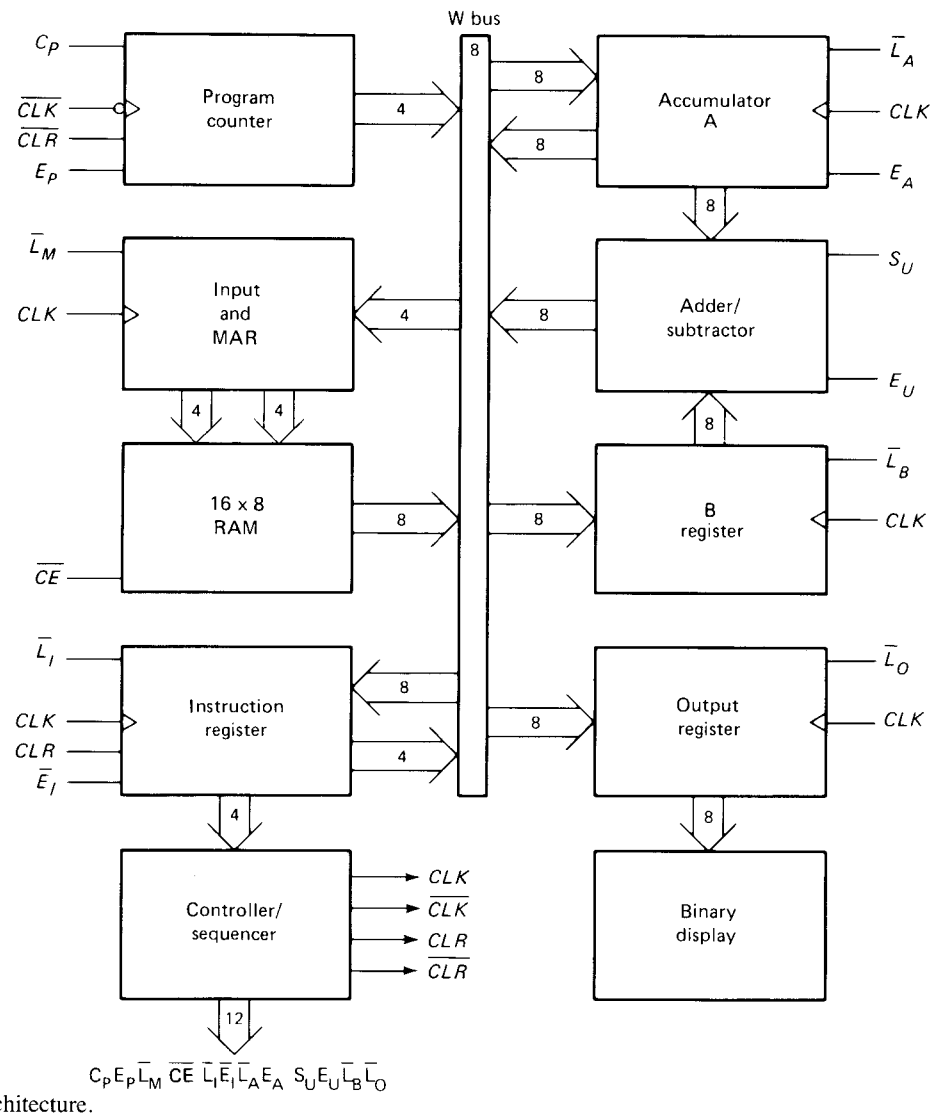

Fig. 10-1 SAP-1 architecture.
Figure 10-1 shows the *architecture* (structure) of SAP-1, a bus-organized computer. All register outputs to the W bus are three-state; this allows orderly transfer of data. All other register outputs are two-state; these outputs continuously drive the boxes they are connected to.
The layout of Fig. 10-1 emphasizes the registers used in SAP-1. For this reason, no attempt has been made to keep all control circuits in one block called the control unit, all input-output circuits in another block called the I/O unit, etc.
Many of the registers of Fig. 10-1 are already familiar from earlier examples and discussions. What follows is a brief description of each box; detailed explanations come later.
The *accumulator* (A) is a buffer register that stores intermediate answers during a computer run. In Fig. 10-1 the accumulator has two outputs. The two-state output goes directly to the adder-subtracter. The three-state output goes to the W bus. Therefore, the 8-bit accumulator word continuously drives the adder-subtracter; the same word appears on the W bus when E_A is high.
SAP-1 uses a 2's-complement *adder-subtracter*. When S_U is low in Fig. 10-1, the sum out of the adder-subtracter is